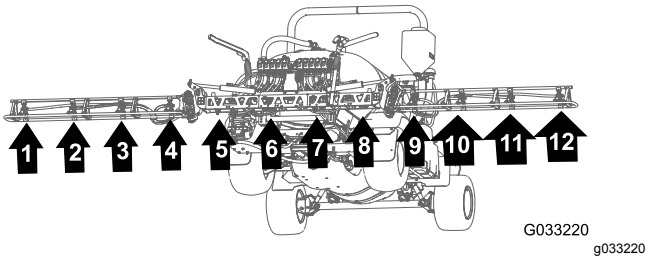
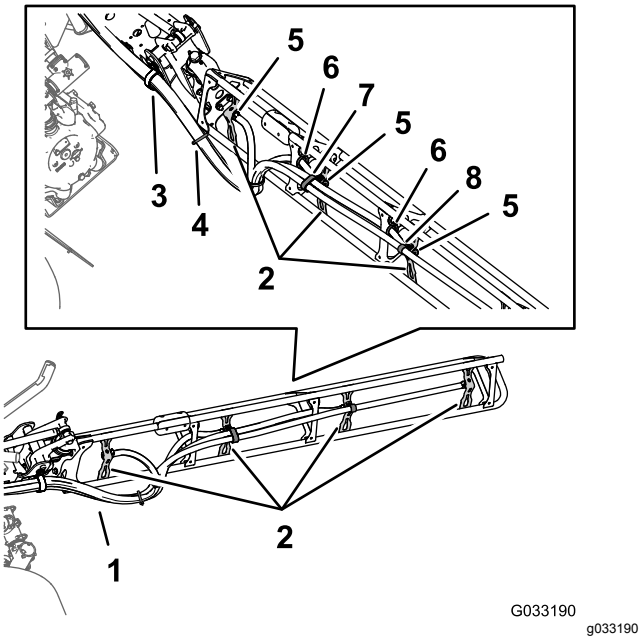

Figur 141
Figur 142
1. Dra slangarna till sprutmunstyckena 1, 2, 3 och 4 genom R-klämman på vänster yttersida av centersprutrampssektionen (Figur 141 och Figur 142).
2. Dra slangarna till sprutmunstyckena 7, 8, 9 och 10 genom R-klämman på höger yttersida av centersprutrampssektionen (Figur 141 och Figur 142).
till sprutmunstyckena 1 och 10 enligt Figur 141 och Figur 142.
4. Dra tillförselslangarna (234 cm) och slangskaften med hulling (3/4 tum) längs sprutrampssektionen till sprutmunstyckena 2 och 9 enligt Figur 141 och Figur 142.
5. Dra tillförselslangarna (188 cm) och slangskaften med hulling (3/4 tum) längs sprutrampssektionen till sprutmunstyckena 3 och 8 enligt Figur 141 och Figur 142.
6. Dra tillförselslangarna (188 cm) och slangskaften med hulling (3/4 tum) längs sprutrampssektionen till sprutmunstyckena 4 och 7 enligt Figur 141 och Figur 142.
7. Bunta ihop de fyra slangarna till sprutmunstyckena med ett kabelband enligt Figur 142.